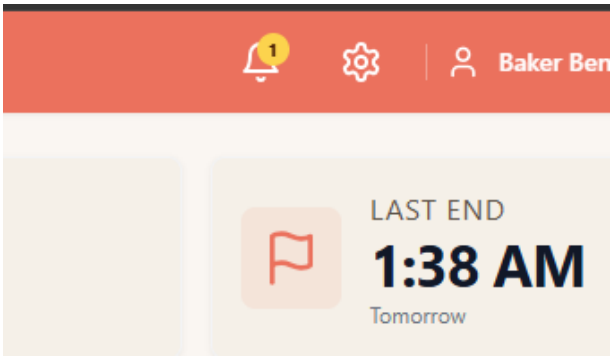
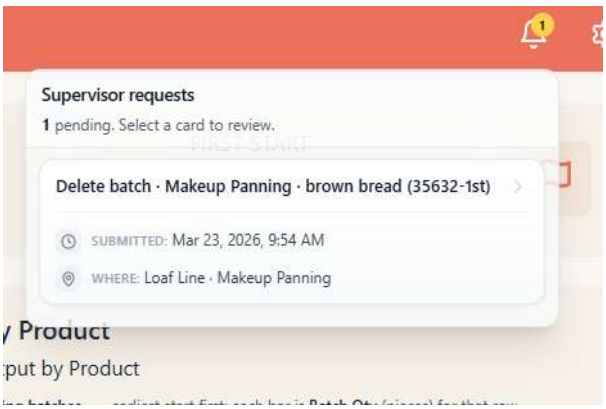
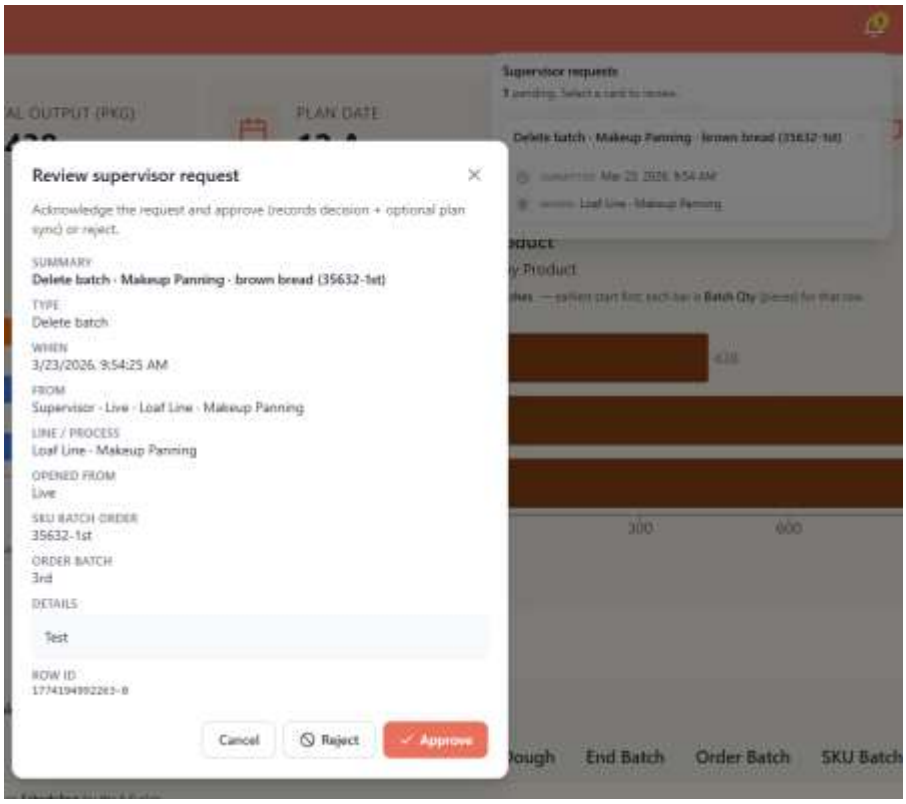

Figure 53: Notification Bell w/ Content
Figure 54: Notification inside Notif Bell
Figure 55: Production Line Schedule Table, Live View button bottom-right side
Step 1: Go to Dashboard Page & Click the “Notification Bell” icon in the top right side of the page & it will show list of Request Notifications (see Figure 54) from supposed Supervisors having access on the Live View Page (Per Process), though in actual development, there would be various notifications like finished schedule, update on schedule, etc. That Notification Bell would have an indicator on top of it, yellow circle w/how many notifications are not handled see Figure 53. The list in the Notification Bell upon click are clickable too as seen in Figure 54 & upon clicking the notification, you are to approve or reject it (for the Demo App, it will be just this but in actual development, it will be more than this approve/reject feature). Clicking the notification opens the Request dialog as seen in Figure 55.